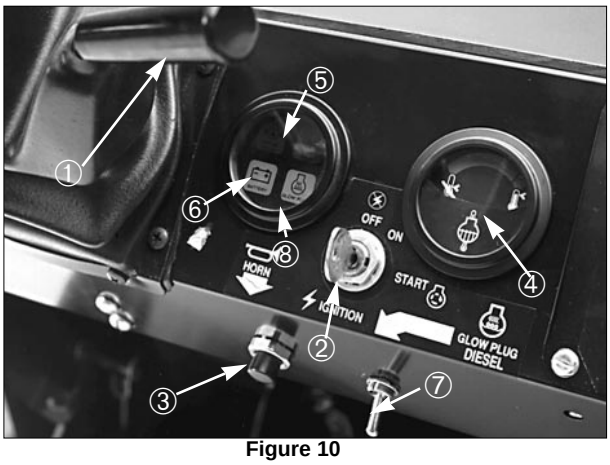

**Figure 10**
**Tilt Steering Lever** (Fig. 10)—Lever on right side of the console lets you adjust the steering wheel for your comfort.
**Horn Button** (Fig. 10)—Pressing this button activates the horn.
**Coolant Temperature Gauge** (Fig. 10)—Registers coolant temperature in the engine. Operates only when the ignition switch is in the On position.
**Engine Low Oil Pressure Light** (Fig. 10)—This light glows if engine oil pressure drops below a safe level while the engine is running. If the light flickers or remains ON, stop the vehicle, turn off the engine and check the oil level. If the oil level was low, but adding oil does not cause light to go out when the engine is restarted, turn the engine off immediately and contact your local TORO distributor for assistance.
**Glow Plug Switch and Indicator** (Fig. 10)—The glow plug is used to preheat the engine cylinders before starting a cold engine. For cold starting, push the switch lever upward and hold it their while watching the glow plug indicator. The indicator will glow orange when the glow plugs are activated.
**Ignition Switch** (Fig. 10)—The ignition switch, used to start and stop the engine, has three positions: OFF, RUN and START. Turn the key clockwise—START position—to engage the starter motor. Release the key when the engine starts. The key will move automatically to the ON position. To shut the engine off, turn the key counterclockwise to OFF.
**Charge Indicator** (Fig. 10)—Illuminates when the battery is being discharged. If light illuminates during operation, stop the vehicle, turn Off the engine and check for possible causes, such as the alternator belt.